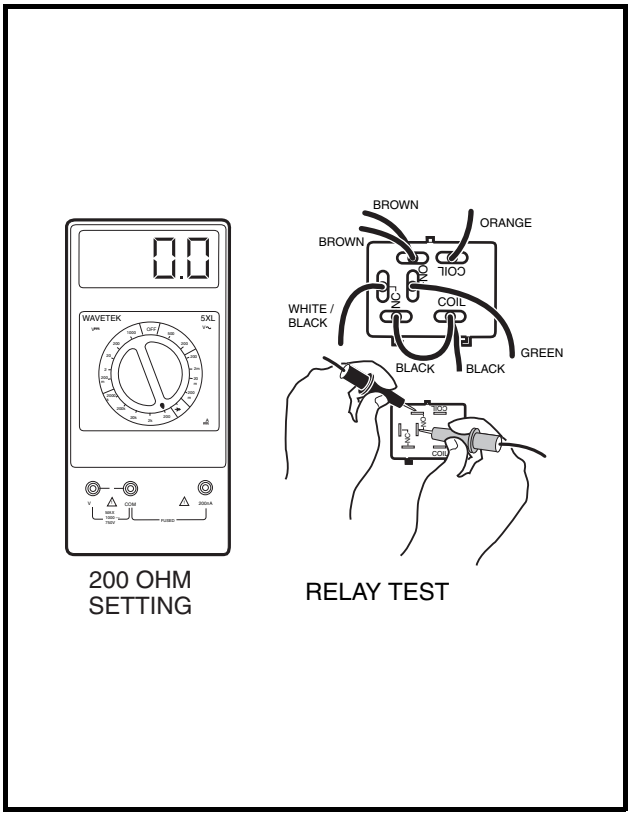

Figure 11-44 Starter/Generator and Neutral Lockout Circuits Relay Test
4. Disconnect the two brown wires and one green wire from the normally open (NO) terminals on the relay. Cover the wire terminal ends with tape to prevent electrical contact **(Figure 11-44, Page 11-42)**.
6. Using a multimeter set to 200 ohms, place the two probes onto the two normally open (NO) terminals on the relay **(Figure 11-44, Page 11-42)**. With the key switch to the OFF position, the reading should show no continuity. Turn the key switch to the START position. The reading should be continuity. If either reading is incorrect, replace the relay.